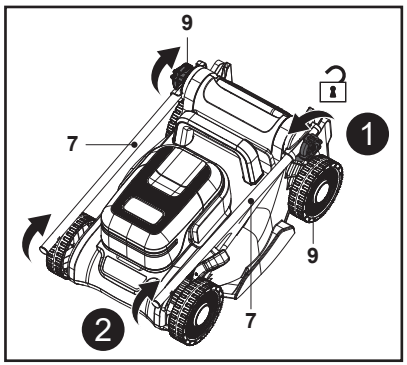

Fig. 1
2. Loosen the locking knob (9) counterclockwise, but do not remove it, then unfold the lower handle bar (7) (Fig. 1, steps 1, 2)